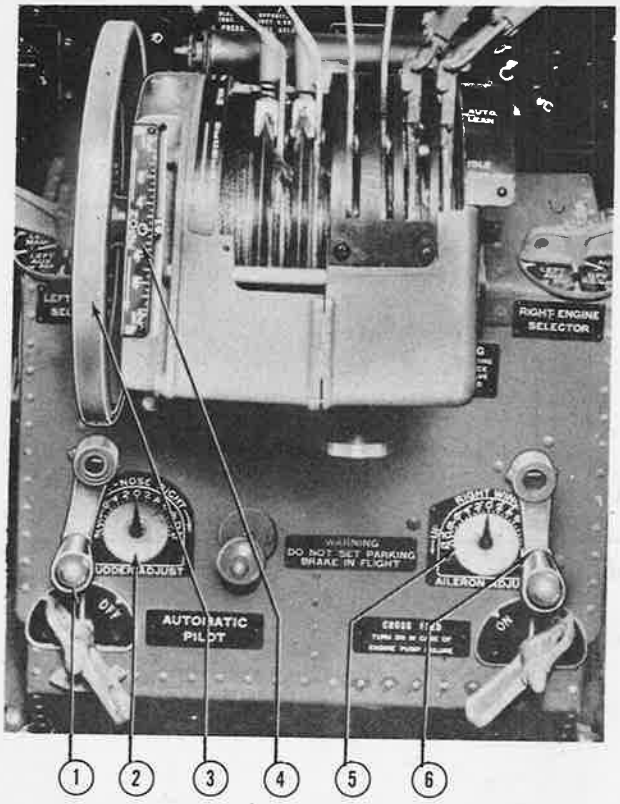

Figure 343—Trim Tab Controls on Pedestal
(a) DESCRIPTION. — The right aileron is equipped with a movable trim tab (figure 325) which is operated by a crank (figure 343) located on the control pedestal. Clockwise rotation of the crank lowers the tab, forcing the aileron up and the wing down when the airplane is in flight. Counterclockwise rotation of the control crank raises the tab, forcing the aileron down and the wing up. A graduated dial (figure 343),
KEY TO FIGURE 343
6. When the tab motion has been synchronized with the cable stops, check the indicator (figure 343) on the control pedestal for the zero position. If the pointer is in any position other than zero, reset the hand by loosening the screw in the center of the dial.